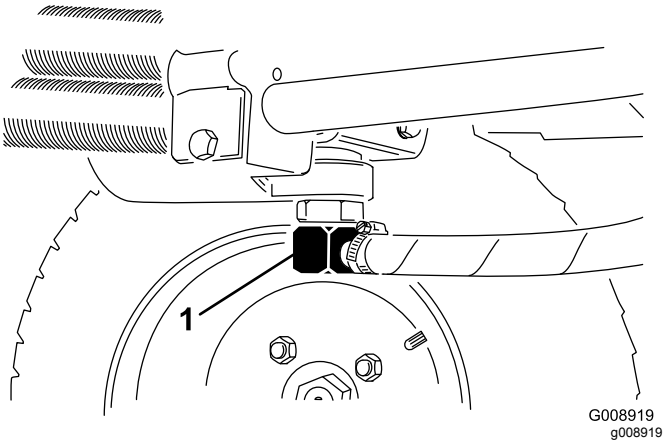
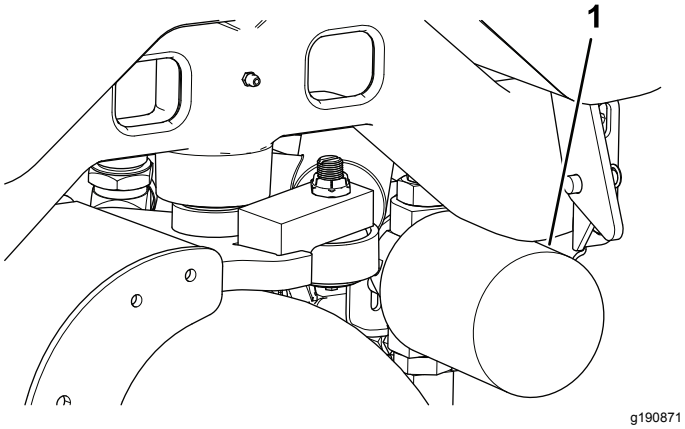

Figur 73
Figur 74
2. Frakobl hydraulikrøret (Figur 73), eller fjern hydraulikfilteret (Figur 74), og lad hydraulikolien løbe ned i en dræningsbakke.
4. Anbring en dræningsbakke under filteret (Figur 74), og fjern filteret.